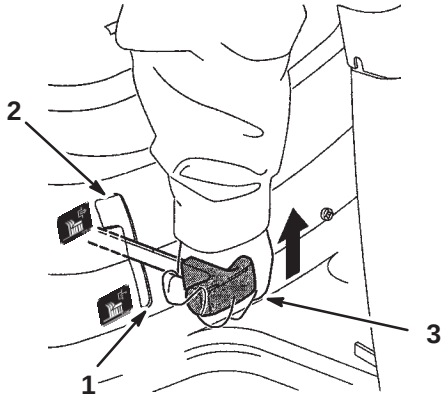

Figure 7
4. Mettez la commande des lames (PdF) en position Débrayée (Fig. 7).